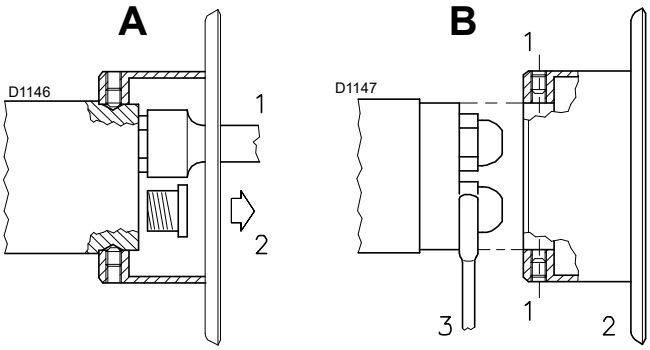

Afb. 16
- Monteer de twee verstuivers met een pijpsleutel 1) (A Afb. 16) (van 16 mm) - verwijder eerst de plastic doppen 2)(A Afb. 16) - langs de middenopening van de schijf voor vlamstabiliteit, of los de schroeven 1) (B Afb. 16), verwijder de schijf 2)(B Afb. 16) en vervang de verstuivers met sleutel 3)(B Afb. 16).